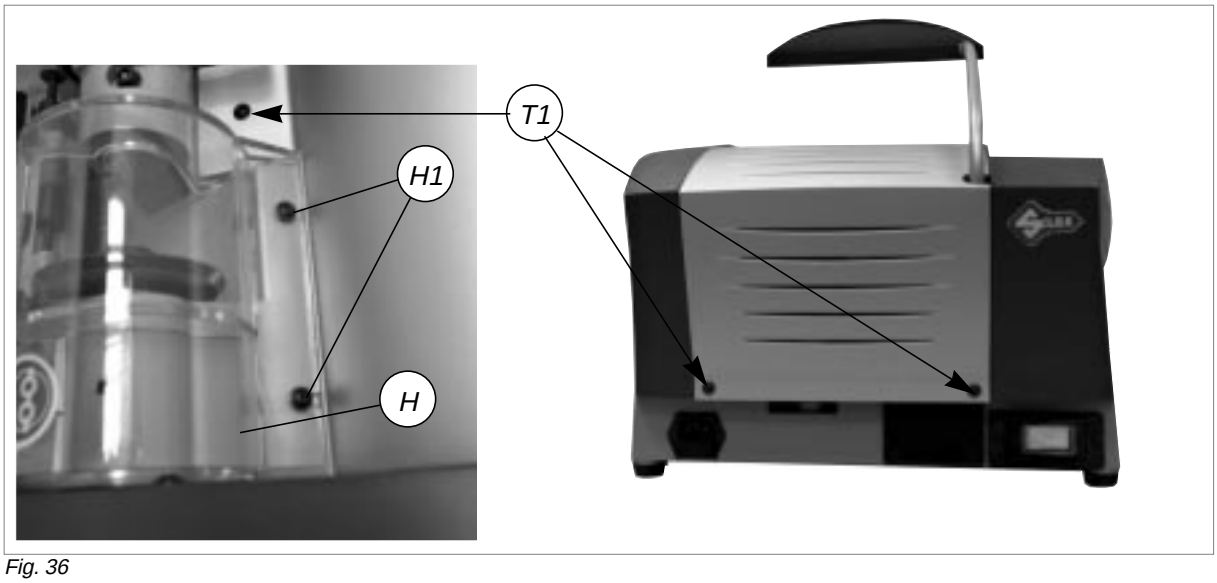

Fig. 36
2) Loosen the 2 screws (H1) on the cutter cover (H) and remove (fig.36).
2) Loosen the 2 screws (H1) on the cutter cover (H) and remove (fig. 36, page 27).
3) Loosen the 3 screws (T1) on the central cover (fig.36), raise slightly and remove, tipping a little.
7) Replace the central cover and fix with the 3 screws (T1) (fig. 36, page 27).
3) Loosen the 2 screws (H1) on the cutter cover (H) and remove (fig. 36, page 27).
4) Loosen the 3 screws (T1) on the central cover, raise slightly and remove, tipping a little (fig. 36, page 27).
19) Replace the central cover and fix with the 3 screws (T1) (fig. 36, page 27).
20) Replace the cutter cover and fix with the 2 screws (H1) (fig.36).